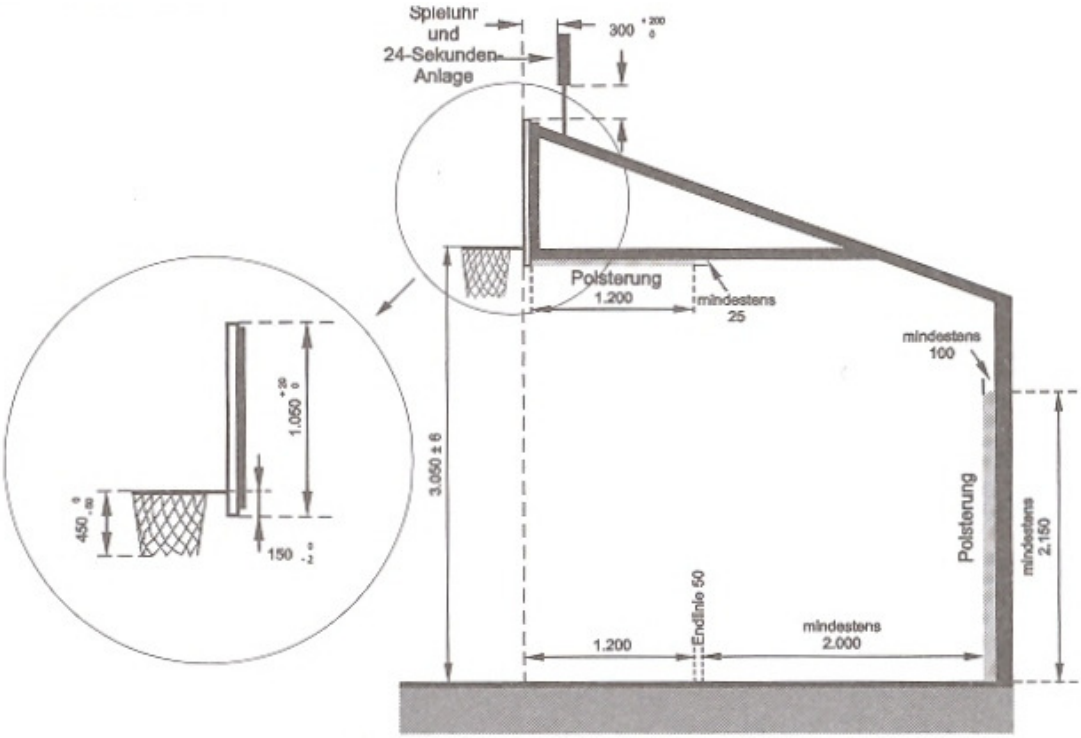

Bild 1 Korbanlage
2.7 Die Spielbretter müssen fest an der entsprechenden Rahmenstruktur befestigt sein, an jedem Spielfeldende, in rechtem Winkel zum Spielparkett und parallel zu den Grundlinien (Abbildung 1).
- für die Niveaus 1, 2 und 3 vom Aussenrand der Endlinie einen Mindestabstand von 2000 mm, Polsterung inbegriffen, haben (Abbildung 1).
- die vertikalen Ränder jeder Seite über eine Minimalhöhe von 2150 mm ab dem Boden, mit einer minimalen Dichte von 100 mm (Abbildung 1) bedecken,
- die innere Seite und die Ränder, entlang des Stützarmes des Spielbretts, über eine Minimallänge von 1200 mm ab der Hinterseite des Spielbretts mit einer minimalen Dichte von 25 mm (Abbildung 1) bedecken.